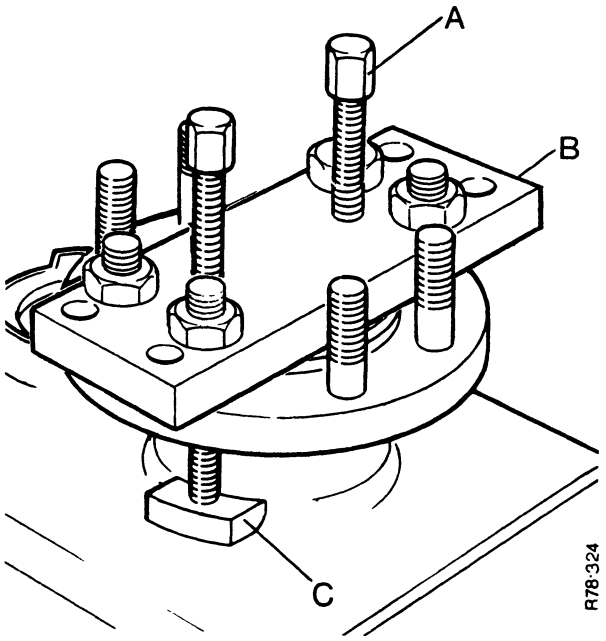

FIGURE 108. REMOVAL OF FINAL DRIVE SHAFT
6. For later tractors make the special plate as shown in Figure 11. Install the tool as shown in Figure 108. Tighten each bolt the same amount until the shaft is clear of the casing.